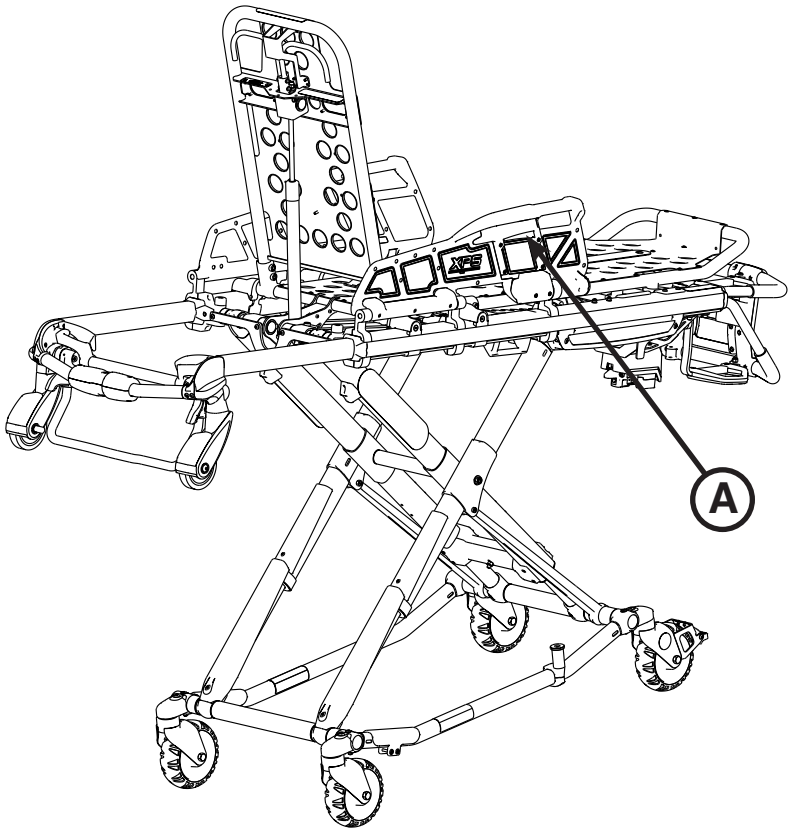

Abbildung 30
Zum Absenken der Seitengitter diese nach oben ziehen, um die Druckkraft zu mindern, und dann den roten Hebel (A) betätigen (Abbildung 30).